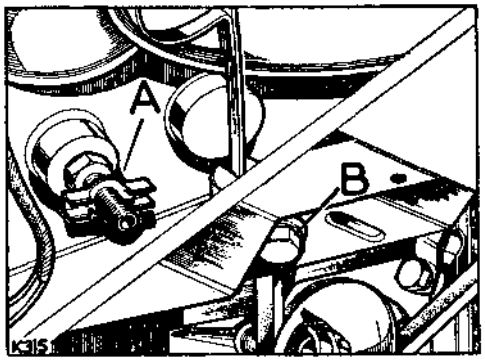

**Fig. A1-7. Coolant drain points location**
3. Refill the engine coolant system, allowing a full flow through the drain taps before closing them. See Fig. A1-7 for coolant drain taps location. Fill the radiator header tank to within ½ in. to ¾ in. (12 mm to 19 mm) below the bottom of the filler neck.